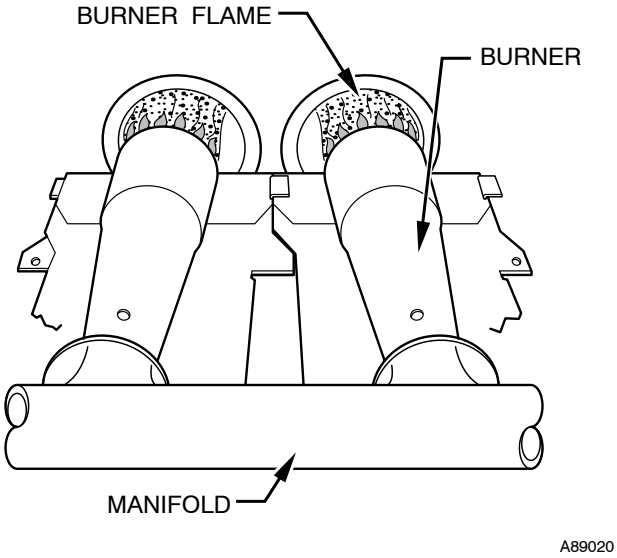

Fig. 58 - Burner Flame
g. Look through sight glass in burner enclosure and check burner flame. Burner flame should be clear blue, almost transparent. (See Fig. 58.)